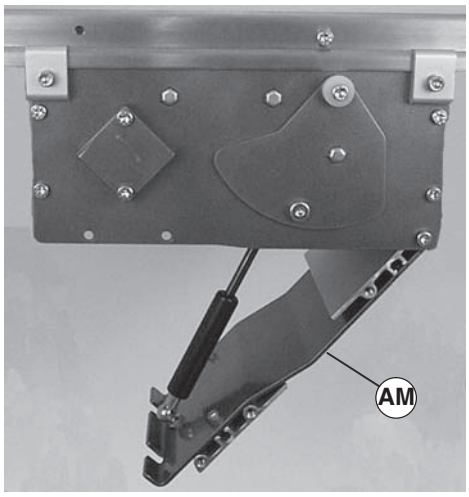

Figure 39
14. Close tension door (Figure 39, item AM).